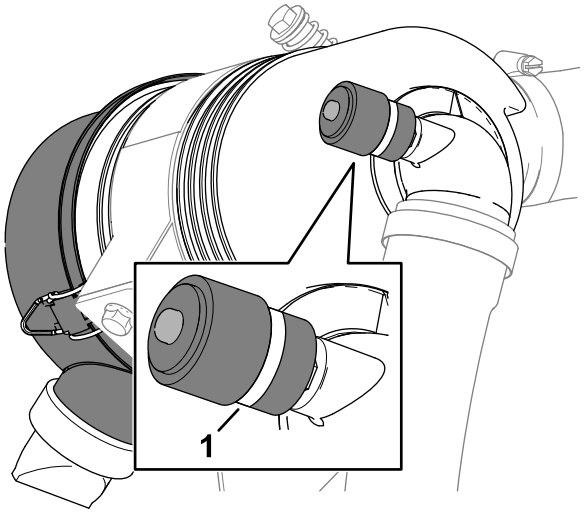

Рисунок 108
3. Проверьте индикатор обслуживания, расположенный на конце корпуса воздушного фильтра (Рисунок 108).